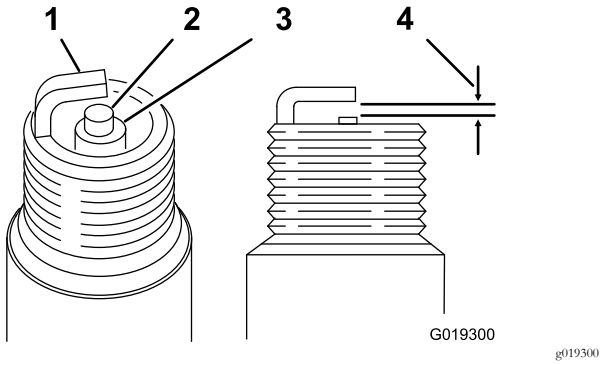

**Figur 28**
3. Sørg for, at gnistgabet er indstillet korrekt (Figur 28).